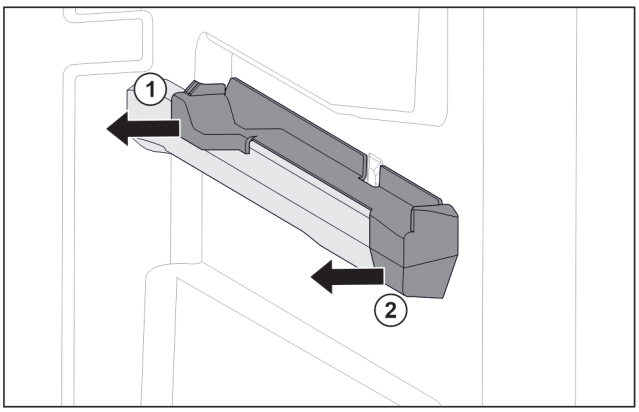

Fig. 153 Insteekelement op rechter containerrib
- ▶ Insteekelement achter naar de zijkant toe eraf trekken. *Fig. 153 (1)*
- ▶ Insteekelement voor naar de zijkant toe eraf trekken. *Fig. 153 (2)*